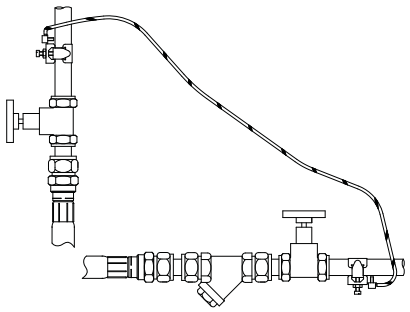

Fig. 9
4.15 **Adjacent pipes:** Adjacent suction and delivery pipes should be fitted with earthing clamps in accordance with current regulations (Fig. 9).